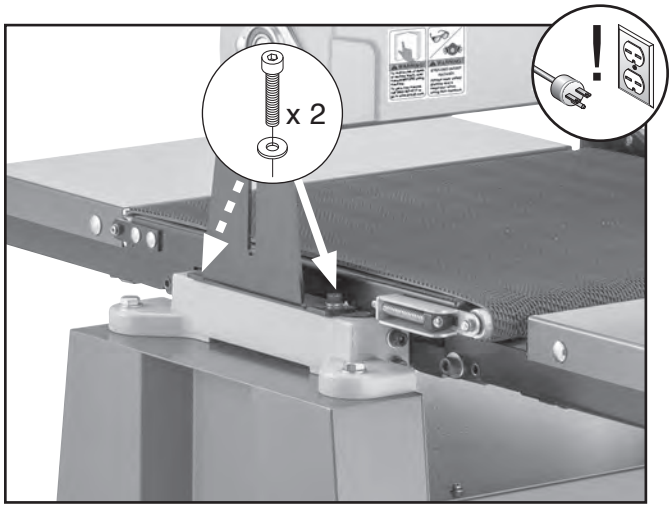

Figure 70. Location of table cap screws.
2. Remove (2) table cap screws and flat washers shown in **Figure 70**.